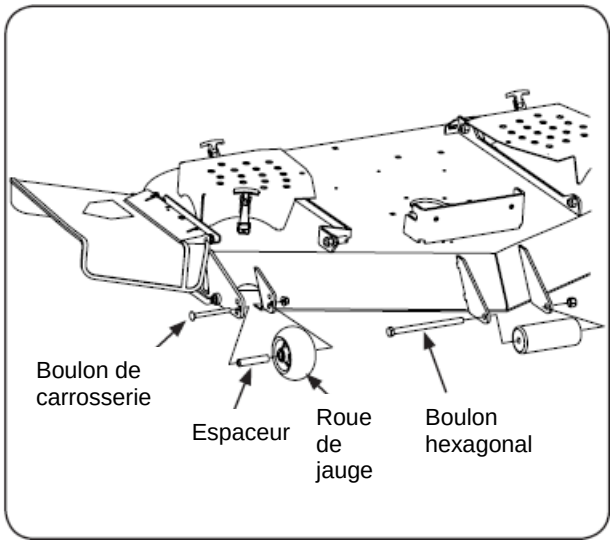

Figure 6-5
2. Retirez les écrous de blocage en fixant solidement l'une des vis à épaulement de la roue de jauge avant au plateau. Enlevez la roue de jauge et la vis à épaulement. Référez-vous à la Fig. 6-5.